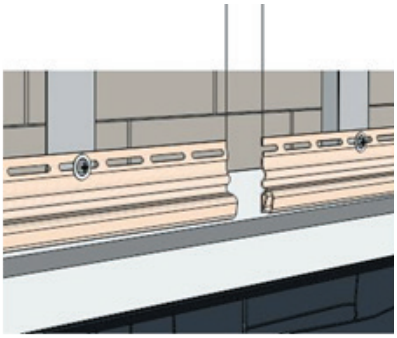

Рисунок 72
16.2 В случаях если длина стены более 3-х метров, соединение стартовых планок делается с зазором 10-15 мм (рис. 72), это необходимо для теплового расширения.